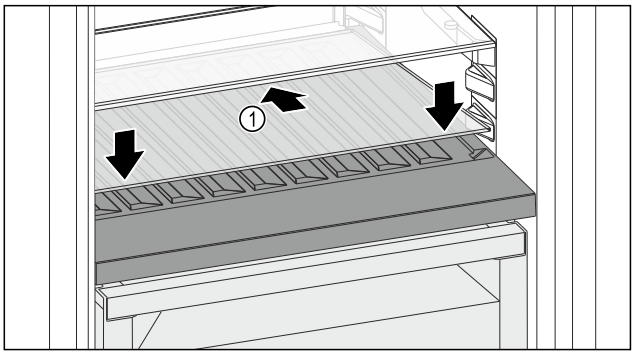

Fig. 190
▶ Posizionare il ripiano di vetro *Fig. 190 (1)* inclinato indietro e verso il basso.
▶ Abbassare la parte anteriore del ripiano di vetro *Fig. 190 (1)*.